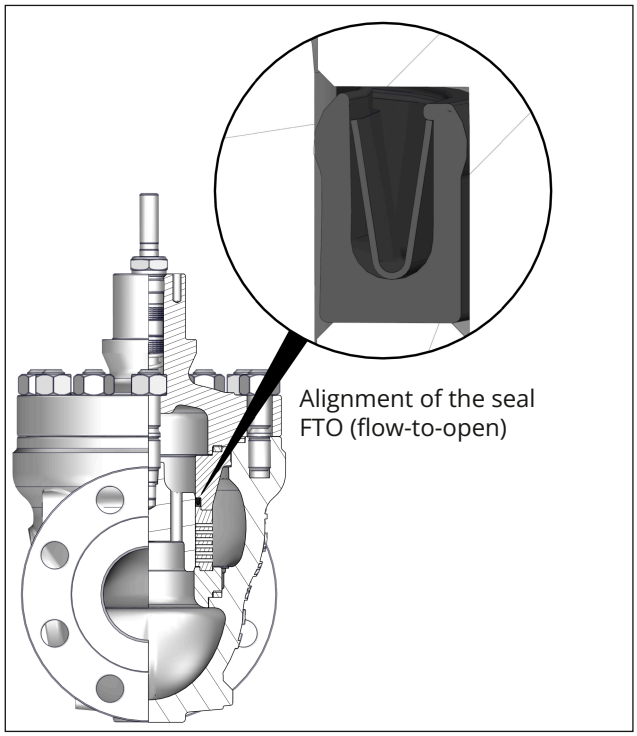

**Fig. 35:** *Alignment of seal (45) on FTO cage*
3. Insert a new spiral wound gasket (127) into the body (1) in the seat bridge area.
4. Place the seat (4) on the spiral wound gasket (127) in the body (1).
5. Insert the cage (424) into the body (1) and position it on the seat (4), while aligning the cage (424) within the valve body to ensure that the largest opening faces toward the valve outlet.
6. Insert the piston (5) together with the piston stem (36) upright through the cage (424) into the valve body (1) and position it on the seat (4).
7. Place a new seal (45) on the cylinder (463). Make sure the seal is properly aligned (see Fig. 35).
8. Place the cylinder (463) together with the seal (45) over the piston stem (36) on the cage (424).
9. Place a new spiral wound gasket (126) on the cylinder (463).
10. Insert a new spiral wound gasket (17) into the body (1).